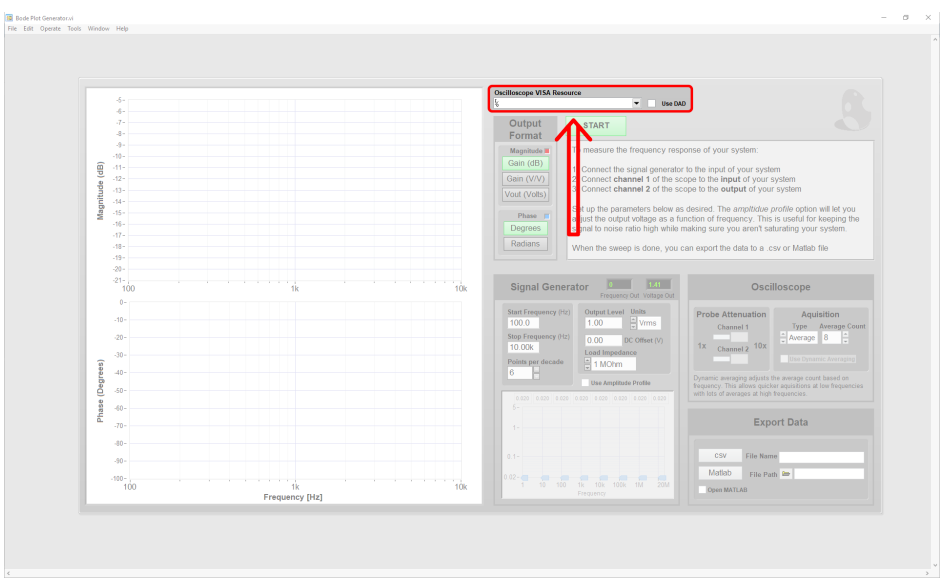

Figure 4: Location of VISA resource input on Front Panel
2. In Loopinator, set the VISA resource for the oscilloscope (Figure 4)
1. Use the drop down menu to select the VISA resource addresses indicated in NI Max. If you're using the Digilent Analog Discover (DAD), check the "Use DAD" checkbox. (Figure 4)